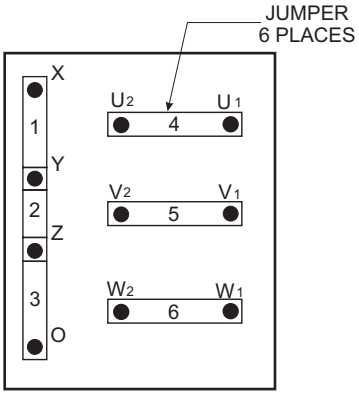

Figure 16. Voltage Change-Over Board 3-Phase 240/139-Volt Configuration
1. Jumper the **voltage change-over board** for **240-volt operation** as shown in Figure 16.
1. Make sure the **voltage change-over board** is jumpered for **240-volt operation** as shown in Figure 16.